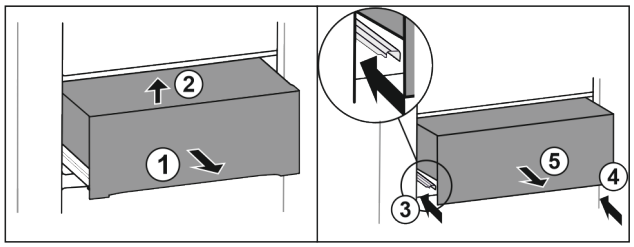

*Fig. 31*
▶ Pull out the drawer halfway *Fig. 31 (1)*.
▶ Lift at the front *Fig. 31 (2)*.
▶ Slide in left rail *Fig. 31 (3)*.
▶ Slide in right rail *Fig. 31 (4)*.
▶ Remove the drawer to the front *Fig. 31 (5)*.